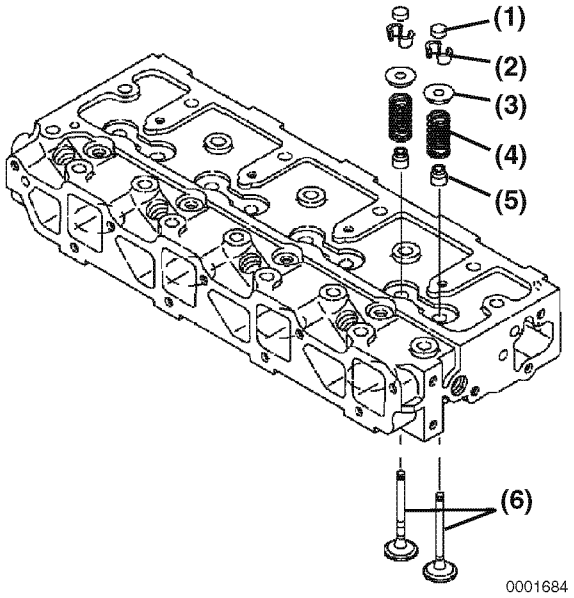

Figure 6-13
2. Remove the valve cap **(Figure 6-13, (1))** and keep with the valve it was installed on.
4. Remove the valve keepers **(Figure 6-13, (2))**.
6. Remove the spring retainer **(Figure 6-13, (3))** and valve spring **(Figure 6-13, (4))**.
8. Turn the cylinder head so the exhaust port side faces down. Remove the intake and exhaust valves **(Figure 6-13, (6))** from the cylinder head.
9. Remove the valve stem seals **(Figure 6-13, (5))**.